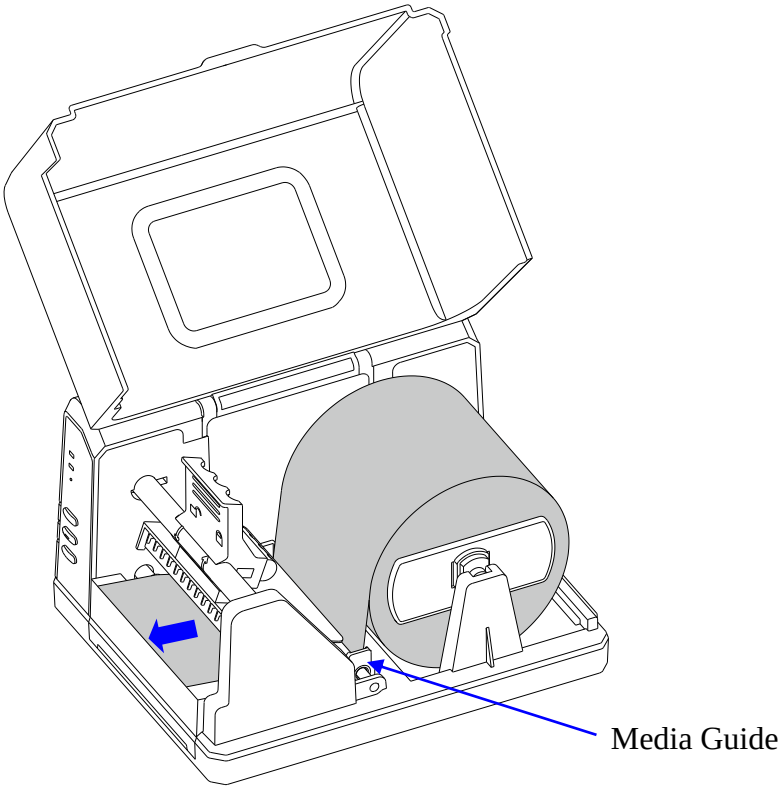

Figure 2-9 Slide the Media Guide
6. Slide the Media Guide to the edge of the media, making sure that the media remains flat and is placed in the middle of the Tear-off Bar. This can be checked with the ruler on the Tear-off Bar. See Figure 2-9.